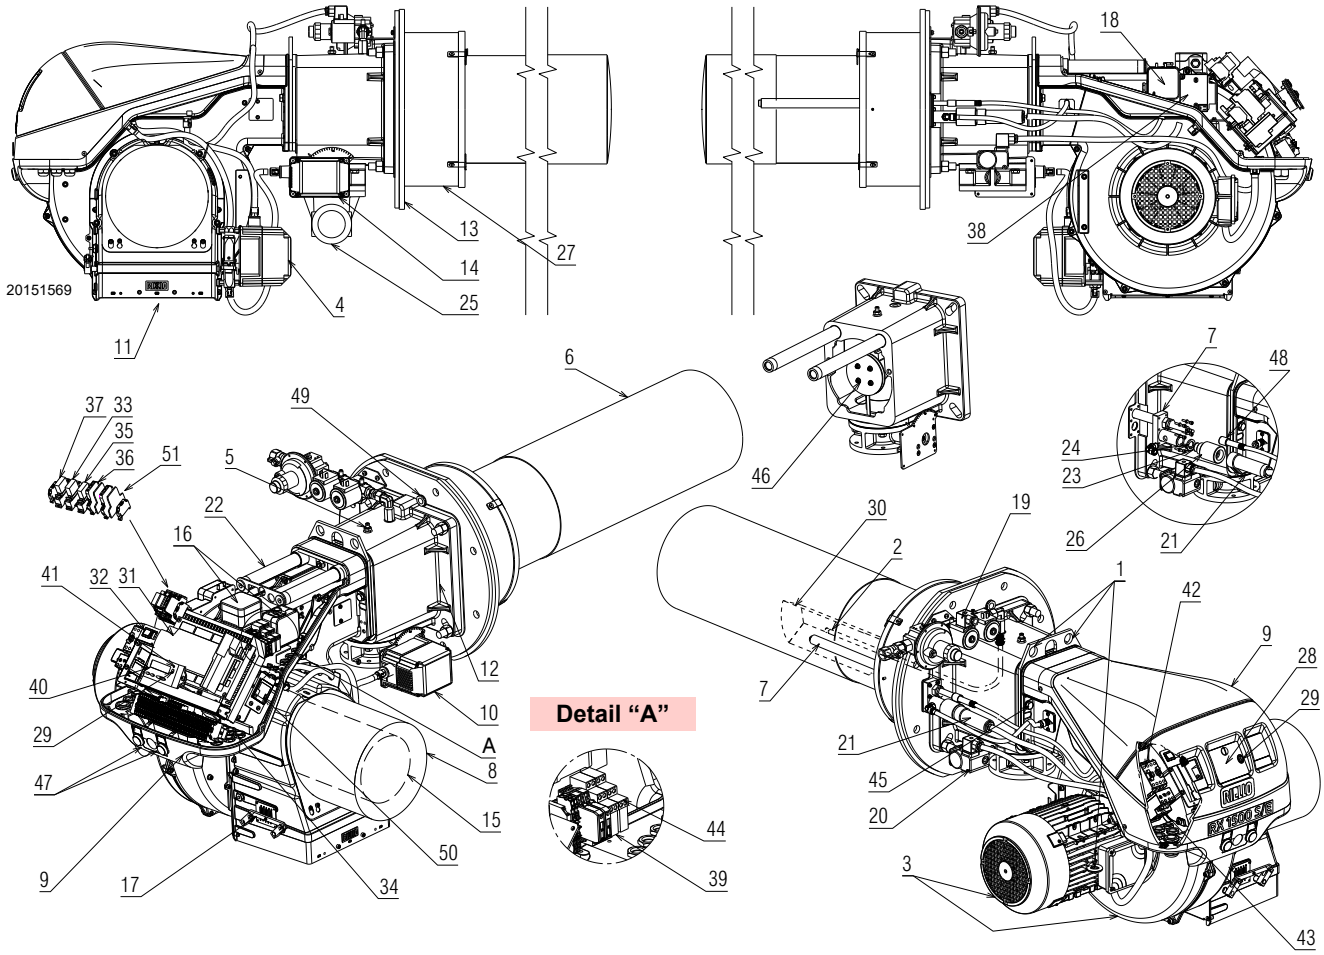

Fig. 5
(1) Reference conditions: Ambient temperature 20°C - Gas temperature 15°C - Barometric pressure 1,013 mbar - Altitude 0 m a.s.l.
(2) Pressure at the gas pressure test point of the combustion head 6)(Fig. 5 on page 10) with zero pressure in the combustion chamber and at maximum burner output.
(3) Sound pressure measured in manufacturer's combustion laboratory, with burner operating on test boiler and at maximum rated output. The sound power is measured with the “Free Field” method, as per EN 15036, and according to an accurate “Accuracy: Category 3” measurement, as described in EN ISO 3746.
(4) With filter.